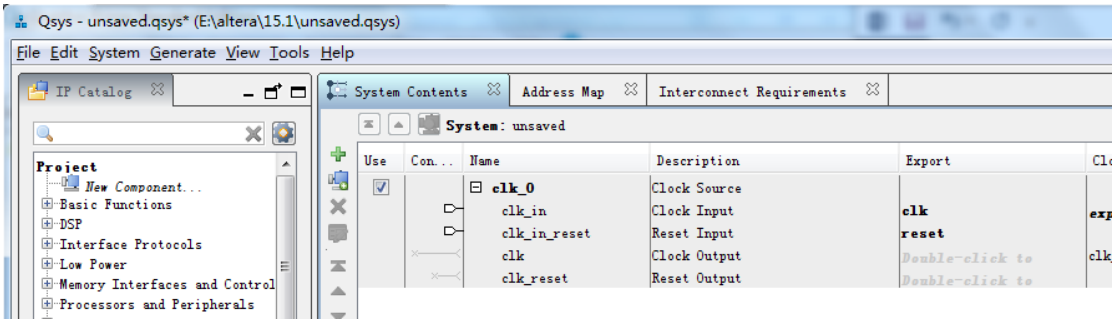

图 2. 14 启动 Qsys
在图 2. 8 右边的过滤器选项区域中，设计者可以通过指定封装、引脚数以及器件速度等级来加快器件查找的速度。
指定完器件后，单击 Next > 进入图 2. 9 所示对话框，选择 EDA 工具。
(7) 单击图 2. 9 中 Next > 进入图 2. 10 所示对话框。从图 2. 10 中，设计者可以看到工程文件配置信息报告。单击 Next > 按钮（图中未画出），完成新建工程的建立。
对话框，如图 2. 13 所示。
在图 2. 13 中接受默认的文件名，然后点击保存即可。至此，完成了顶层模块的建立。在 2.6.1 小节中将讲述怎样将 QSYS 生成的模块加入到顶层模块中。
打开 Quartus II 软件。在 Quartus II 中选择【Tools】->【Qsys】选项来启动 Qsys，建议首先新建一个 Quartus II 工程，然后再打开 Qsys，如图 2. 14 所示。
在图 2. 16 所示 IP Catlog 栏，搜索框中输入 nios，在搜索结果中选中 Nios II Processor，双击或者点击 Add 按钮打开 NiOS II 处理器配置窗口。这里分别对该设置窗口中的一些参数进行介绍。
(1) 如图，在 IP Catalog 中，输入 onchip 来进行过滤，在搜索结果中选择并双击 On-Chip Memory (RAM or ROM),弹出片内存储器配置向导对话框，如 图 2. 21 所示。
(3) 在 Total Memory Size 文本框中输入 4096，即指定 4 KB 的存储容量。
(4) 不要改变其它任何默认设置。
(5) 单击 Finish，在激活元件窗口中出现名称为 onchip_memory2_0 的片内存储器。
(6) 右击激活元件窗口中Onchip_memory_0,然后选择 Rename 将 onchip_memory_0 重命名为 onchip_ROM，如图 2. 22 所示。
(7) 更改了 ROM 的名称后，我们在此双击 onchip_ROM 以对其参数进行编辑或查看，在最底部可以看到 Memory will be initialized from mysystem_onchip_ROM.hex，即 onchip_ROM 存储器在上电时将使用 mysystem_onchip_ROM.hex 文件进行初始化。mysystem_onchip_ROM.hex 在 Quartus II 工程目录下，该文件可以由用户编辑生成，也可以由 IDE 编译生成，见 2. 9. 3 小节。在本实例中，将使用 onchip_rom 来存储用户程
(1) 如图，在 IP Catalog 中，输入 PIO 来进行过滤，在搜索结果中选择 PIO （Parallel I/O）并双击弹出 PIO 配置向导对话框，如 图 2. 23 所示。